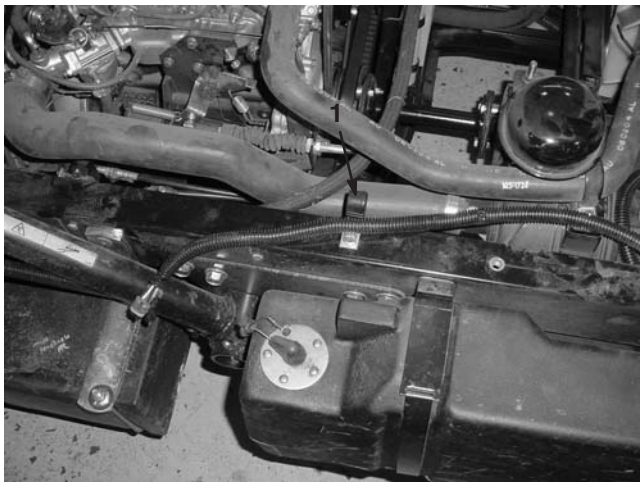

Figura 21
8. Montate un fermaglio a J sulla guida del telaio del veicolo usando una vite a testa cilindrica da 3/8–16 x 3/4 poll. di lunghezza, come illustrato nella figura 21. Inserite il cablaggio nel fermaglio a J, come illustrato nella figura 21.